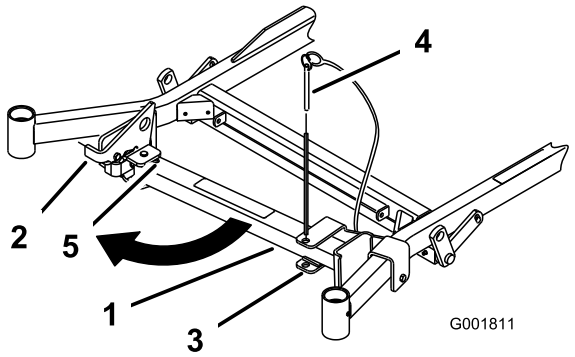
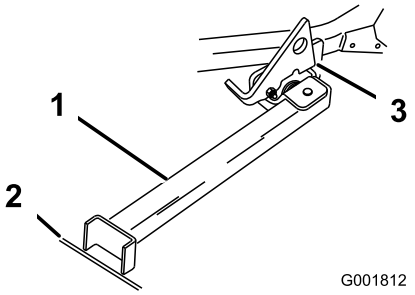

Figur 24
Figur 25
2. Ta bort fästpinnen (Figur 24).
3. Höj spärrhaken. För stativets fot utåt och skjut stativet mot maskinen, in i spårets botten (Figur 24 och Figur 25).
4. Sätt stativets fot på marken och låt spärrhaken vila på den vridbara fliken (Figur 25).
Obs: För bästa resultat, sätt stativfoten i fåror på underlaget eller stick ned den i gräsmattan (Figur 25).
6. Kör upp på stativet. Stanna när spärrhaken faller ned över fliken i det låsta läget (Figur 25). När maskinen står på stativet lägger du i parkeringsbromsen och stänger av motorn.
5. Återställ stativet till viloläget (Figur 24).